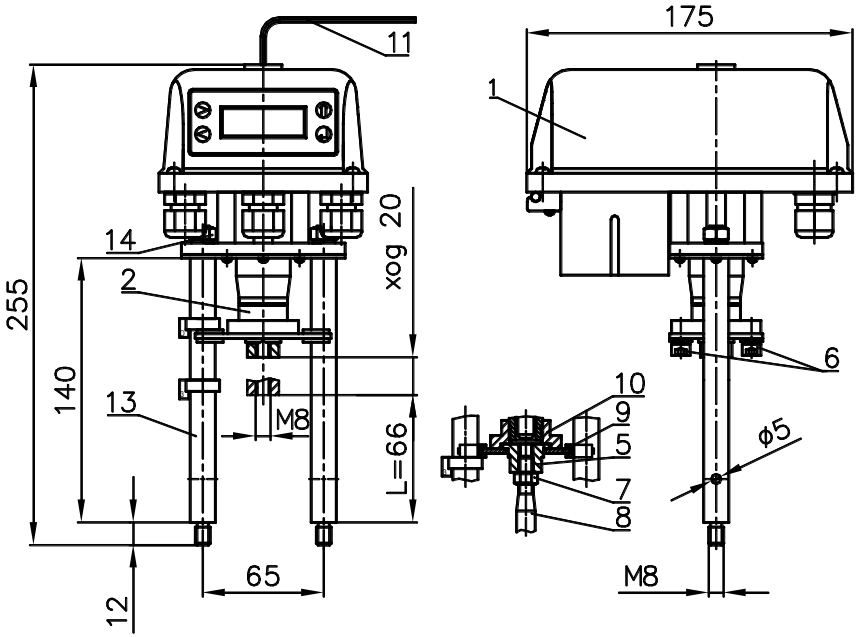

Рисунок 1 - ВЭП-245МВ
- электропривод (рисунок 1 – позиция 1);
- винтовая передача (рисунок 1 – позиция 2).